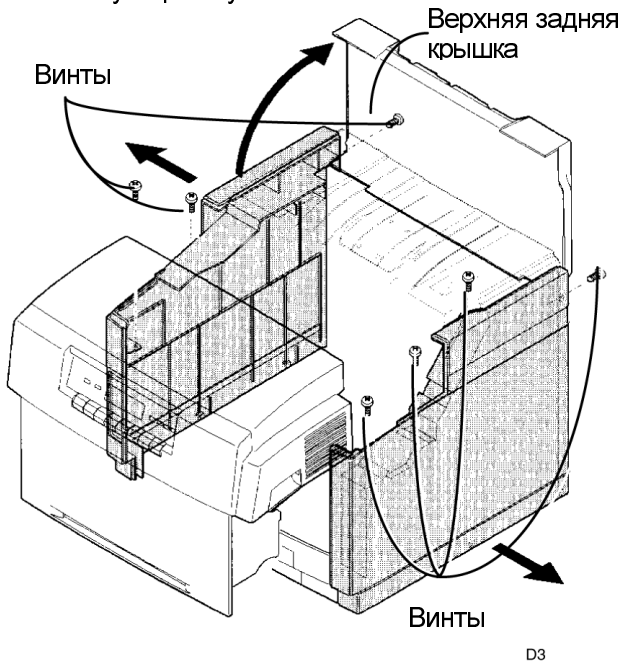

Рисунок 1. Снятие боковых крышек
2. (Рисунок 1): Отверните винты и снимите боковую крышку.